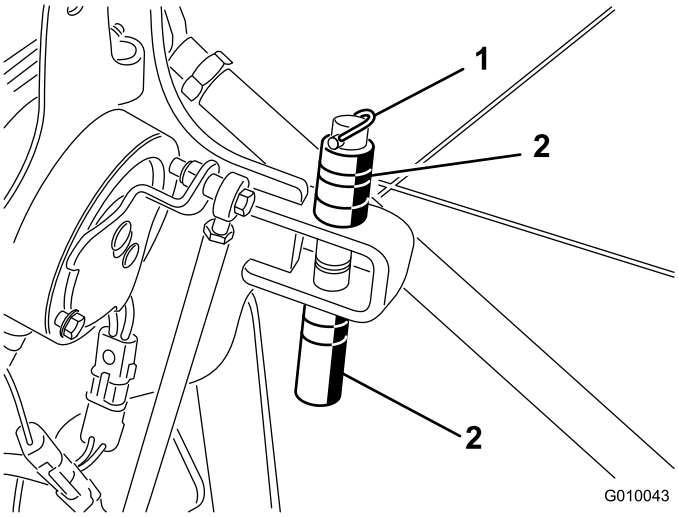

**Rysunek 28**
1. Wyjmij zawleczkę mocującą przekładki i kołki głębokości (Rysunek 28).